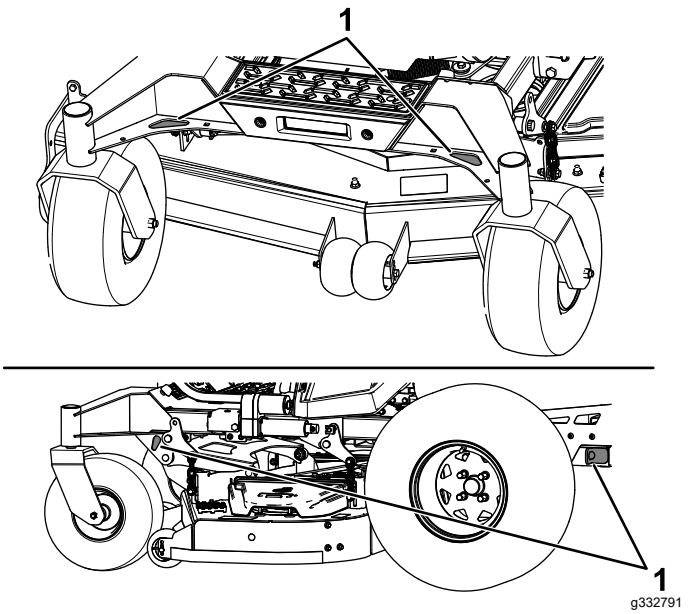

Figuur 37
6. Zet de machine vast bij de voorste zwenkwielen en het achterframe; gebruik hierbij spanbanden, kettingen, kabels of touwen (Figuur 37). Raadpleeg de lokale vereisten inzake de bevestiging van machines.